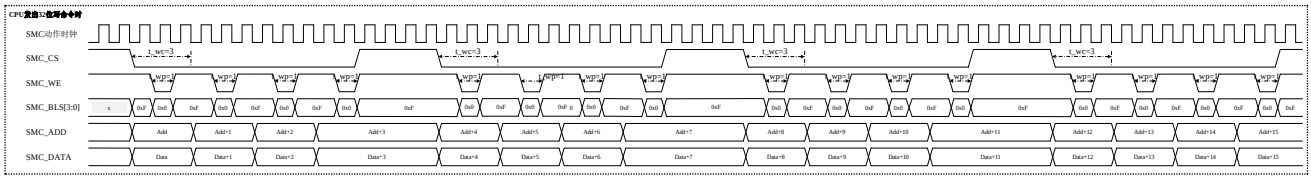

图 40-19 突发写动作基本时序（异步方式（WSYN=0）&32 位位宽（MW=10）&WBL=011）
f) 表 40-12 和图 40-19 是突发写动作的基本时序图和设定例。